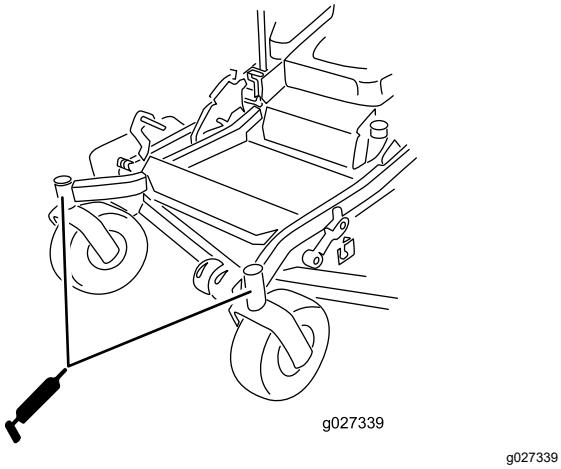

**Figur 54**
11. Monter den sekskantede prop og støvhætte (Figur 54).
12. Smør styrehjulslejerne (Figur 54).